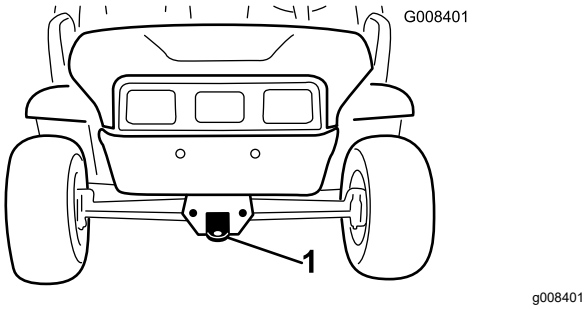
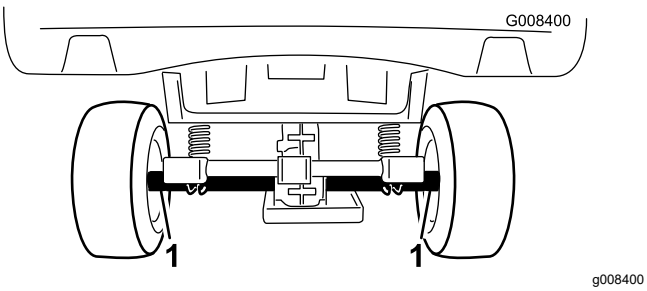

Figuur 21
Figuur 22
Gebruik een aanhanger met oprijplaten over de gehele breedte om de machine over lange afstanden te transporteren. Zorg ervoor dat de machine stevig is bevestigd op de aanhanger. Zie Figuur 21 en Figuur 22 voor de plaats van de bevestigingspunten van de machine.
2. Bevestig een sleepkabel aan de lip op de voorzijde van het machineframe (Figuur 21).